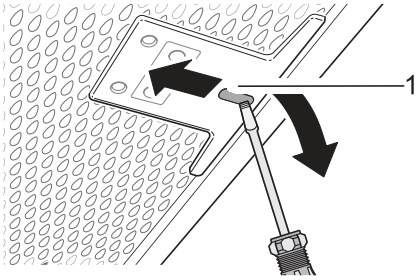

Abb. 21: Falsch eingesetzter Metallfettfilter
1. Stecken Sie einen kleinen Schraubendreher in die Aussparung (Abb. 21/1) und entriegeln Sie den Metallfettfilter.